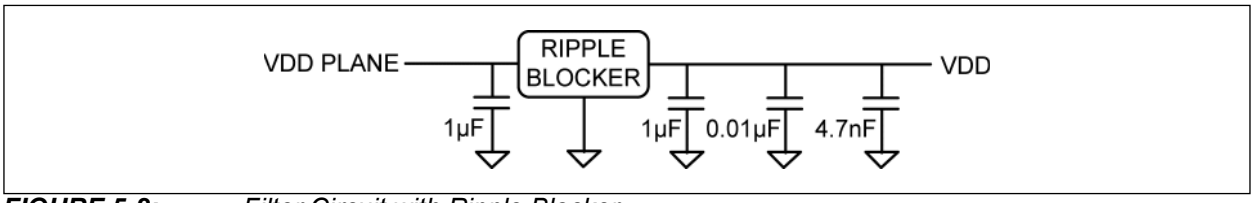

FIGURE 5-2: *Filter Circuit with Ripple Blocker.*
- To improve power supply filtering beyond what a ferrite bead can provide, the Ripple Blocker™ provides a solution. MIC94300 or MIC94310 are recommended parts. The filter circuit with Ripple Blocker is shown in Figure 5-2 and can be used for any of the above V_{DD} sections.